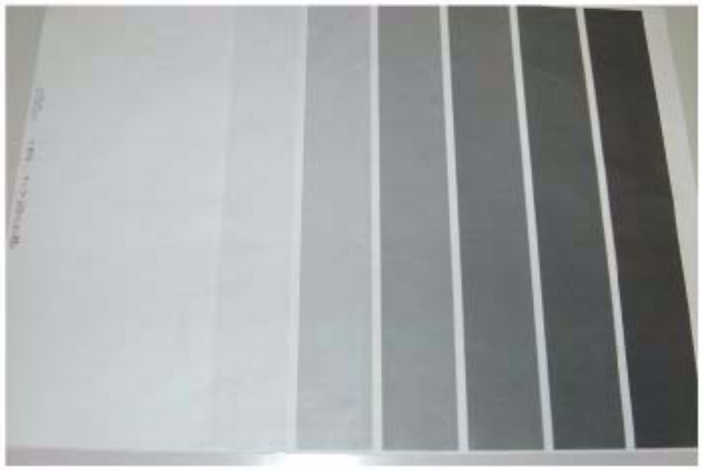

Figure 1 Tapes Not Peeled Defect Sample
1. Check customer print to compare problem to Figure 1.